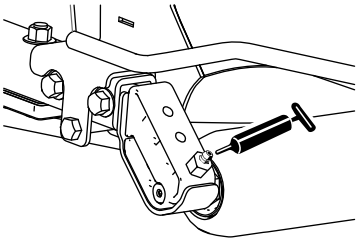

Figura 43
- 2 (per apparato di taglio) cuscinetti del rullo posteriore (Figura 43)